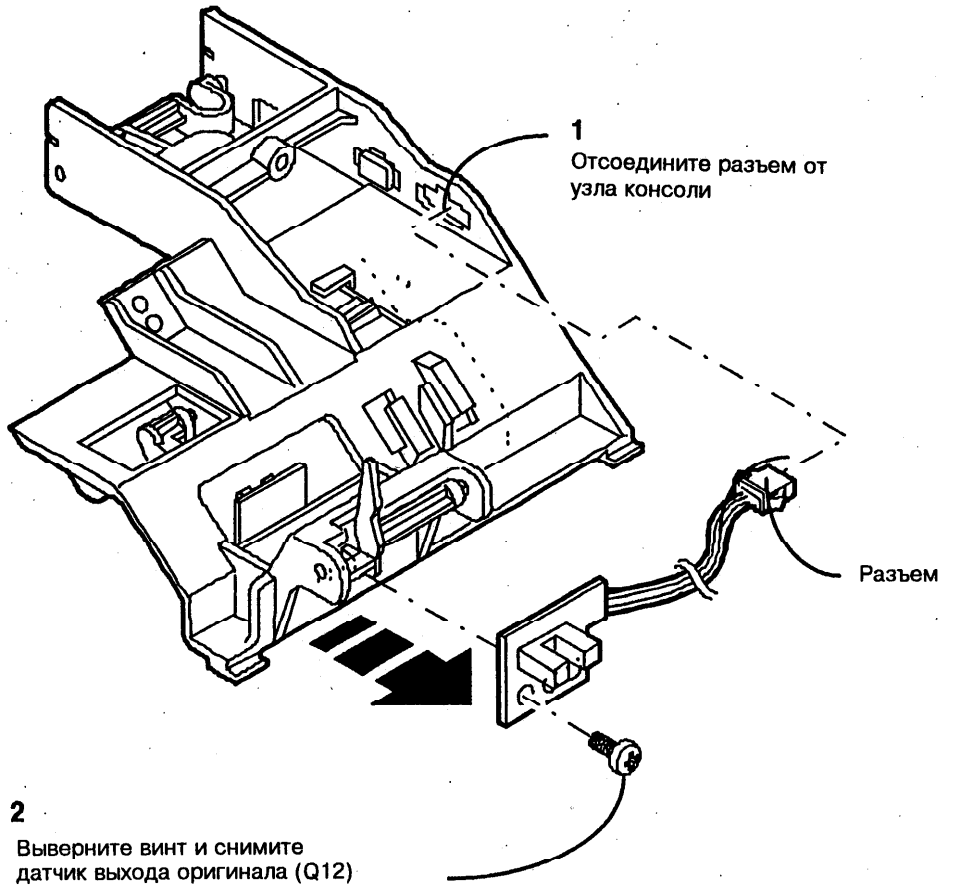

Рис. 1. Снятие датчика выхода оригинала (Q12)
2. (Рис. 1) Снимите датчик выхода оригинала (Q12)